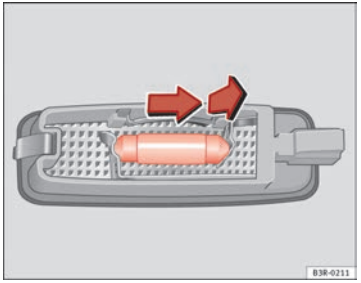

Abb. 228 Ausbau der Leuchte in der Sonnenblende
– Nehmen Sie die Glühlampe in Pfeilrichtung heraus ⇒ Abb. 228. ■